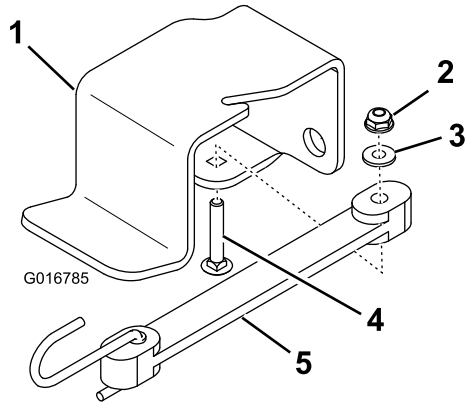

Figura 4
1. Prenda uma corda ao suporte de suspensão do macaco com um parafuso de carroçaria, anilha plana e porca flangeada sextavada (Figura 4).